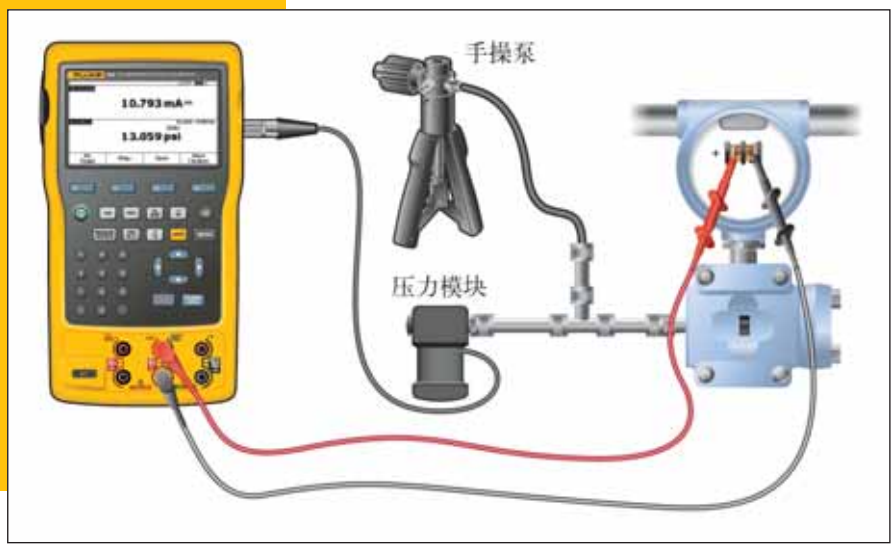

图 20.
1. 将压力模块连接至DPC。利用“T”型接头，将P至I的输入和压力手操泵的输出连接至压力模块的输入(图20)。如果使用的是差压模块，确保(本例中)为15 PSI模块，并连接至标有“H”的输入。
2. 将DPC中间的两个香蕉插孔连接至P至I装置上施加环路电源的输入(图20)。